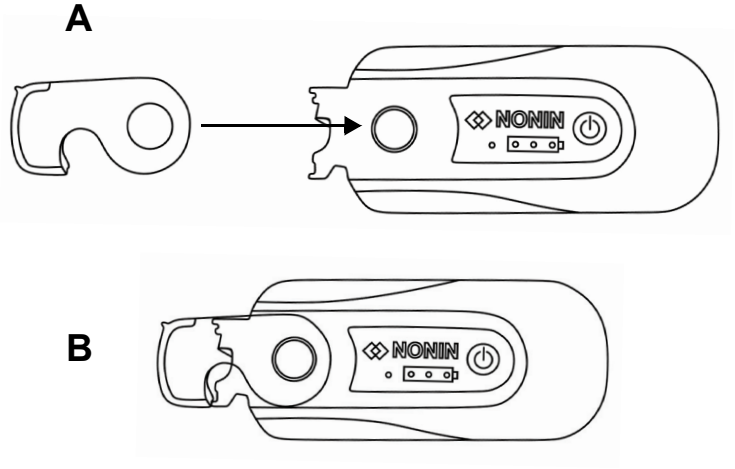

***Figure 10.*** *Remplacement du verrou de processeur de signal*
1. Alignez la charnière du verrou sur l'extrémité connecteur du processeur de signal. (**Figure 10.A**).
3. Mettez le verrou en place (**Figure 10.B**).